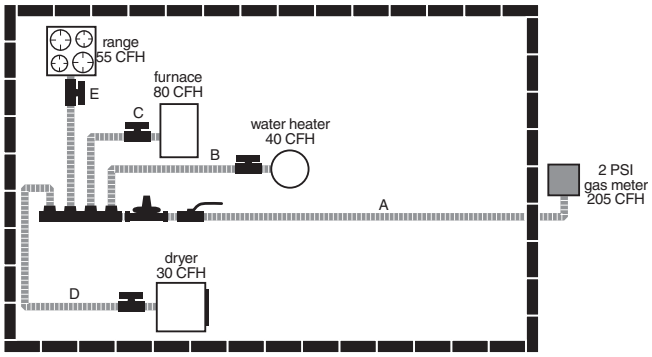

Figure: 3-3
1. Le système présenté dans Figure : 3-3 est adapté pour une habitation multi- ou unifamiliale avec un parcours de tuyauterie prolongé (100 pi) du compteur au régulateur. Le système 2 PSI est bien adapté pour supporter les longs parcours nécessaires dans les résidences multifamiliales avec des rangées de compteurs centralisées.